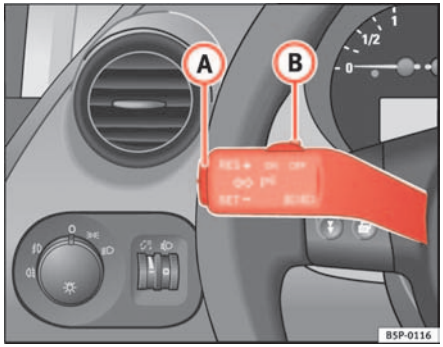

Fig. 142 Turn signal and main beam lever: switch and rocker switch for CCS
– Press the upper part of the rocker switch **RES** ⇒ fig. 142 (A) to increase speed. The vehicle will continue to accelerate for as long as you keep the rocker switch pressed. When you release the switch, the new speed is stored.
Control of the set speed is switched off if you reduce speed by depressing the brake pedal. You can reactivate the control by pressing once on the upper part of the rocker switch. **RES+** ⇒ fig. 142 (A).